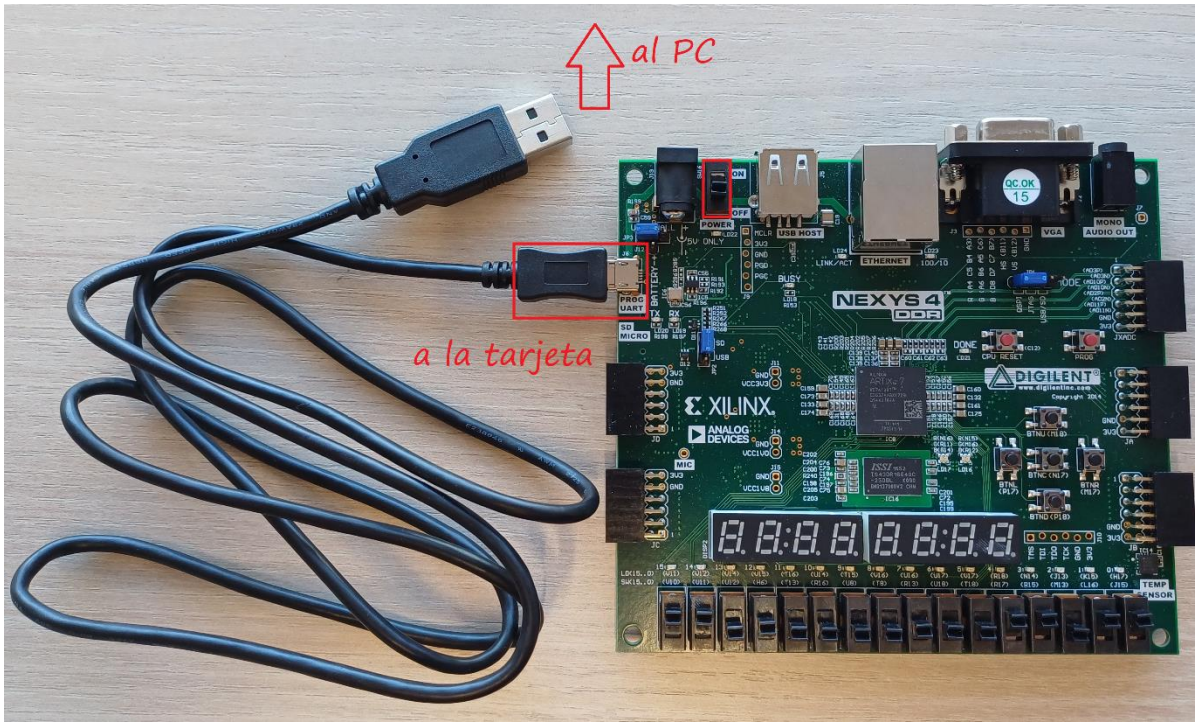

Figura 14. Foto de la tarjeta de desarrollo con el cable.
1. Conectar el extremo del cable con el conector micro-USB a la tarjeta según se aprecia en la Figura 14.
3. Encender la tarjeta de desarrollo Nexys A7 conmutando el interruptor marcado en rojo en la Figura 14 de la posición OFF a ON.
2. Apagar la tarjeta de desarrollo. Poner el interruptor de encendido en posición de OFF (Figura 14).